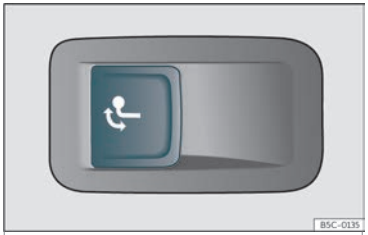

Abb. 179 Im Gepäckraum links: Taste zur Entriegelung der Anhängerkupplung.
- Ziehen Sie kurz an der Taste››› **Abb. 179**. Die Anhängerkupplung wird automatisch entriegelt und dreht selbsttätig heraus. Die Kontrollleuchte der Taste blinkt.
- Ziehen Sie kurz an der Taste››› **Abb. 179**. Die Anhängerkupplung wird elektrisch entriegelt.
- Wenn die Kontrollleuchte der Taste ››› **Abb. 179** *blinkt*, ist die Anhängerkupplung noch nicht vollständig eingerastet oder beschädigt ››› ⚠.
- Wenn die Kontrollleuchte bei geöffneter Heckklappe››› **Abb. 179** *dauerhaft leuchtet*, ist die Anhängerkupplung vollständig eingerastet, sowohl in eingezogener als auch in herausgeschwenkter Stellung.
- **Drücken Sie keinesfalls die Taste ››› Abb. 179, wenn ein Anhänger oder ein Gepäckträger oder anderes Zubehör auf der Anhängerkupplung eingehängt ist.**